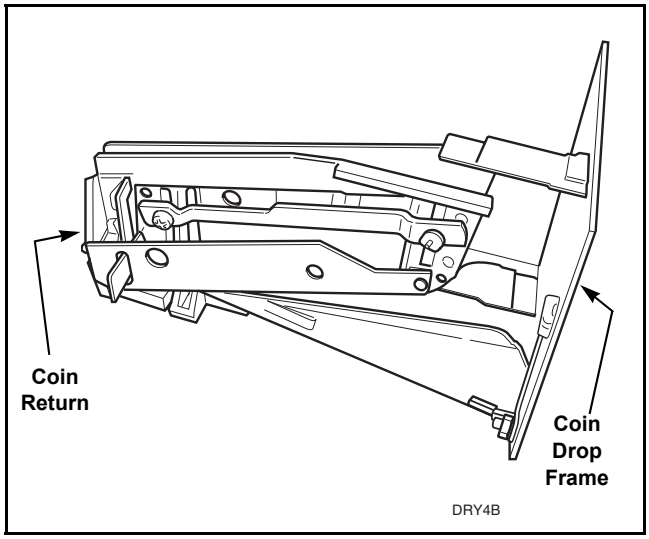

Figure 13
g. Remove coin return from coin drop frame. Refer to *Figure 13*.